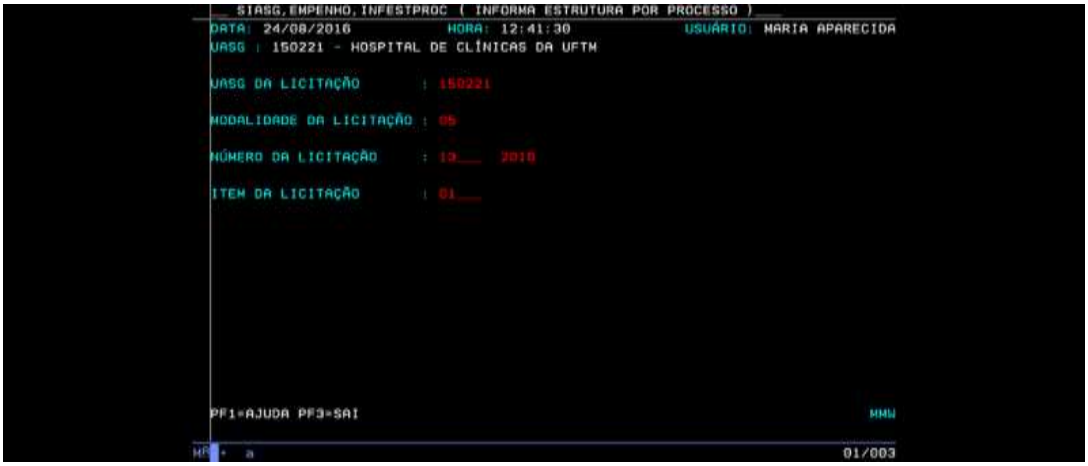

Figura 10: Menu de Sistemas – Acesso INFESTPROC (Informa estrutura por processo) – Tela 02
- Nessa opção "INFESTPROC" serão identificadas as primeiras informações para emissão do empenho. Ao acessar o sistema (Figura 10), o usuário deverá informar: